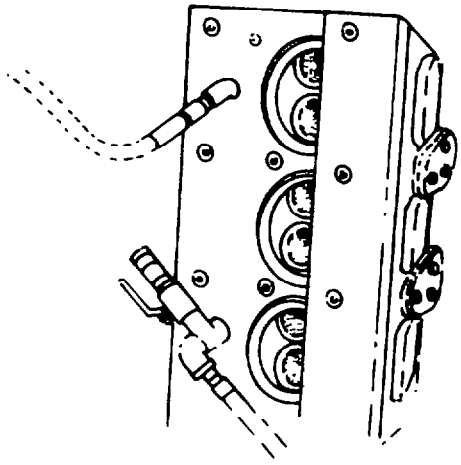

Fig. 6 — Pressure Testing Cylinder Head
b. After the water and air lines are connected to the cover plate, fill the cavity from the water inlet line while the water outlet line is cracked open, allowing trapped air to escape. Make sure the entire cavity is full of water. Close the water outlet line and gradually add air pressure to 690 kPa (100 psi) (see fig. 6).